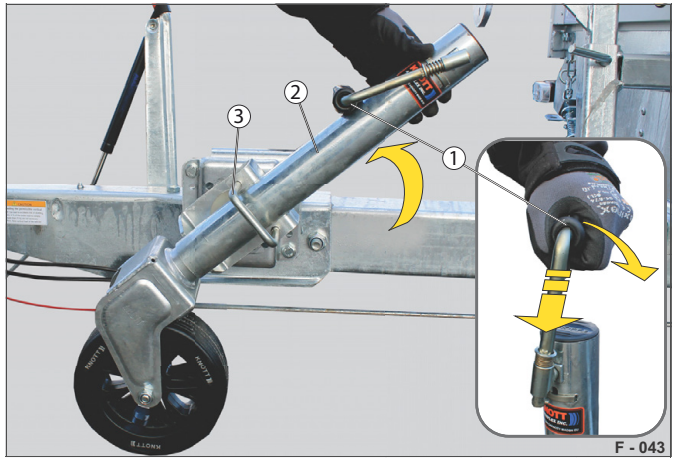

Abb. 19 Ovládání podpěrného kola
▶ Zatáhněte za třmen (Abb. 19/3) a přitom otočte válec (Abb. 19/2) do svislé polohy – dokud nezacvakne.
▶ Stlačte kliku (Abb. 19/1) proti pružině a vyklopte ji.